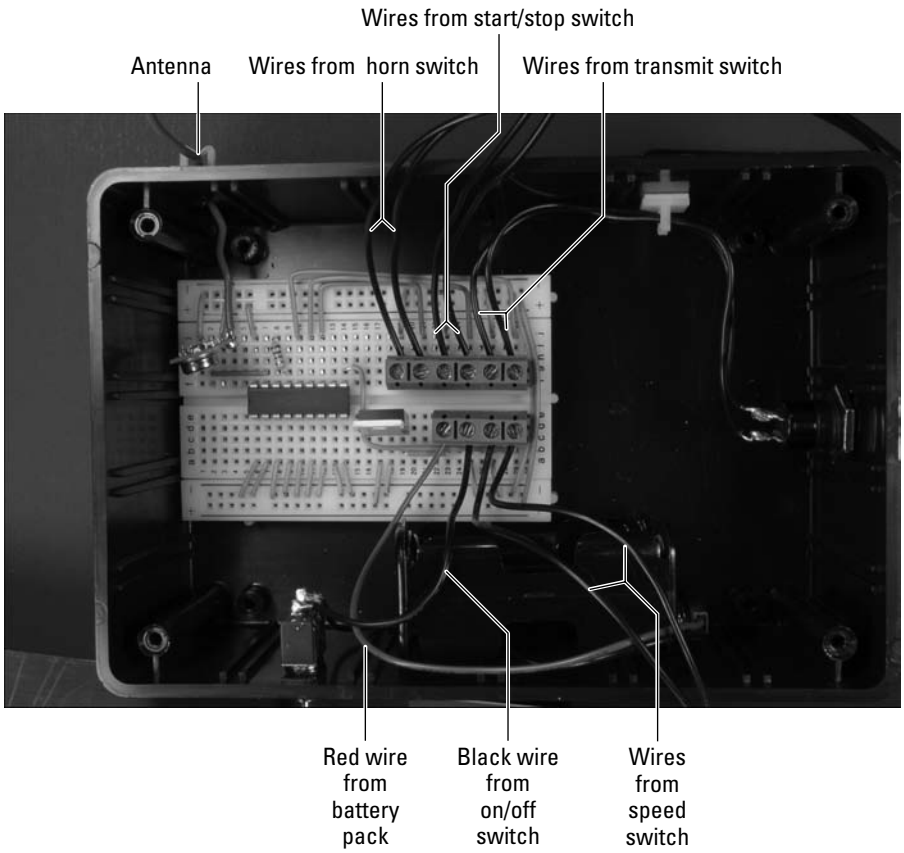

Figure 13-17: Transmitter circuit in place.
6. **Secure the breadboard and battery pack in the box with Velcro, as shown in Figure 13-17.**
7. **Attach the wires from the battery pack, on/off, transmit, speed, horn, and start/stop switches to the terminal blocks, as shown in Figure 13-17.**